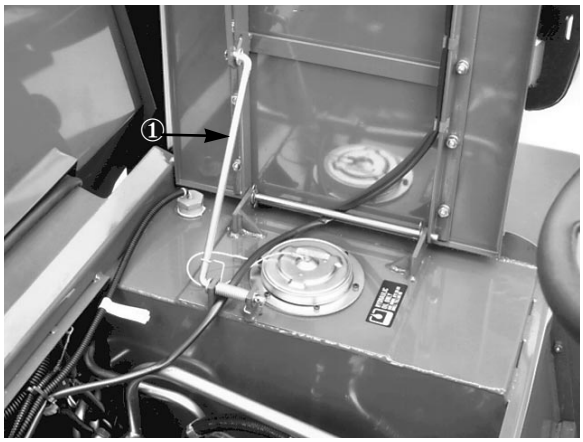

Fig. 16
2. Løft sædet og understøt det i lodret stilling med sædestiveren (Fig. 16).